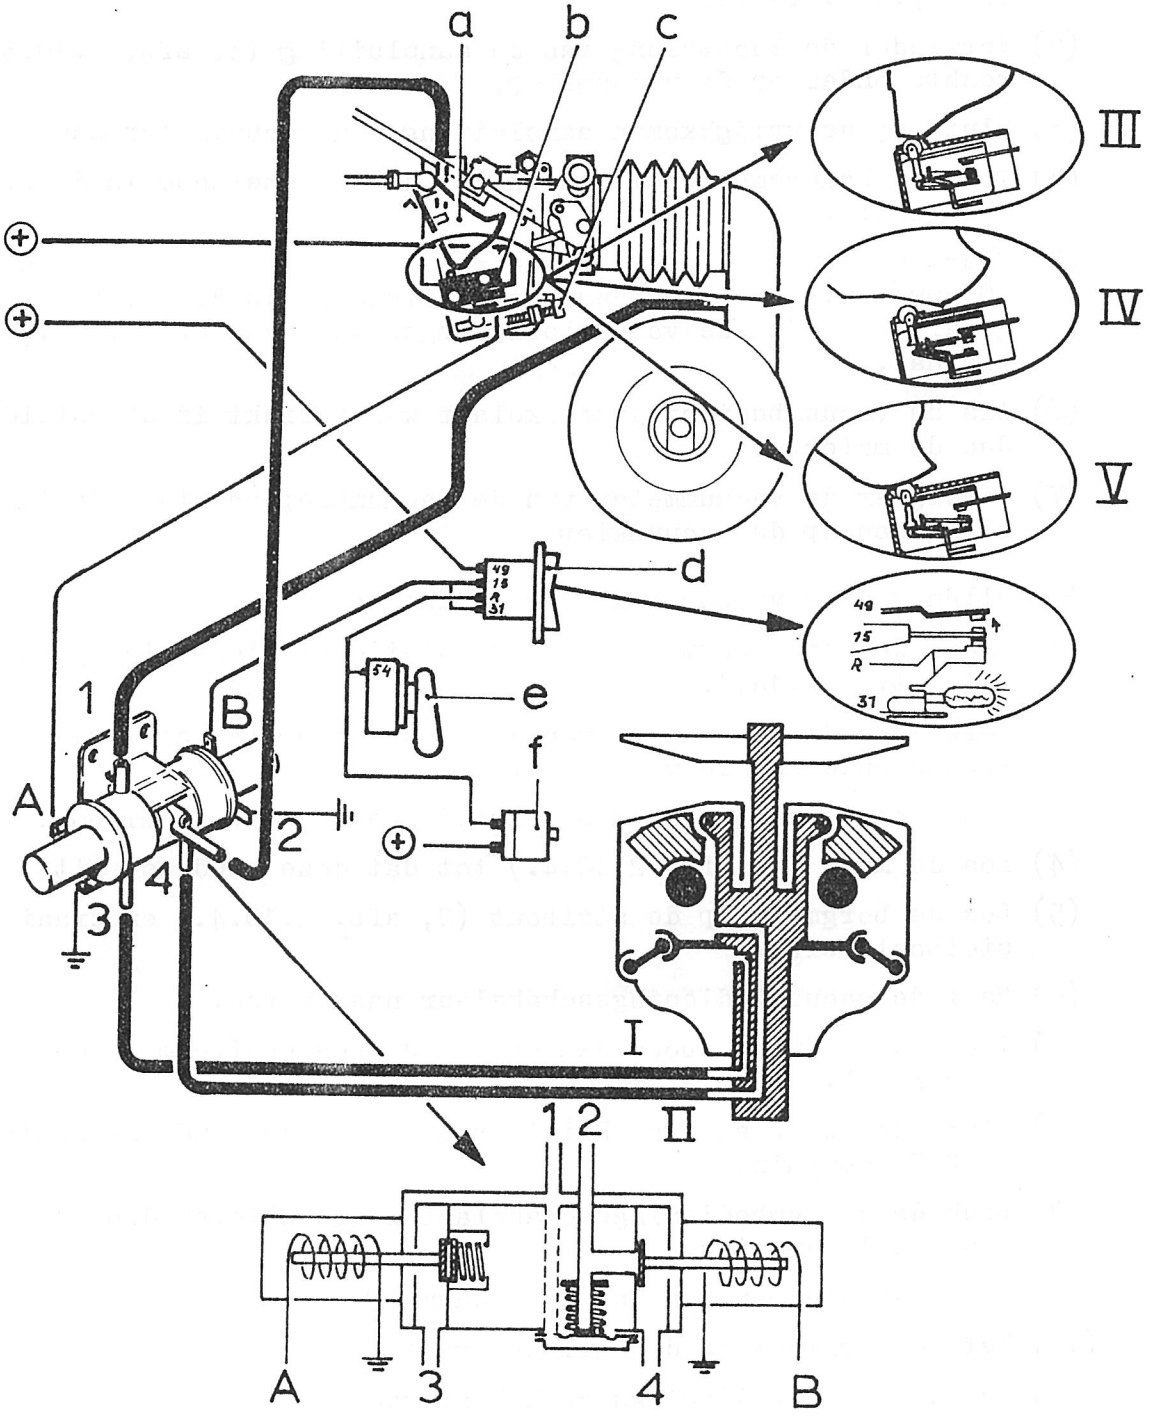
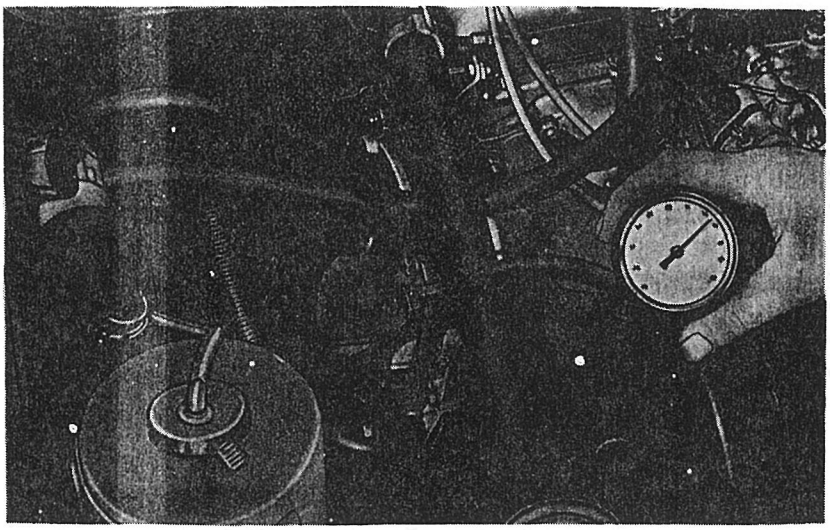

Afb. 2.10.3. Vacuuminstallatie
Afb. 2.10.5. Kontroleren van de vacuuminstallatie
(1) Draai de motor warm en stel het stationair-toerental goed af (zie pt. 2.6.1c.).
(2) Verwijder de luchtslang van de aansluiting (3, afb. 2.10.3.) rechts onder op de vacuumklep.
(3) Sluit op de vrijgekomen aansluiting een vacuummeter aan.
(4) Trek de handremhefboom aan en zet de keuzehefboom in de stand "Neutraal".
(5) Start de motor en voer het toerental langzaam op. Bij 2650 ± 50 omw/min. moet de vacuummeter uitslaan. Is dit niet het geval, stel dan de vacuumbedieningsschakelaar af (zie b. hierna).
(6) Als de vacuumbedieningsschakelaar wel korrekt is afgesteld stop dan de motor.
(7) Verwijder de vacuummeter van de vacuumklep en sluit de luchtslang aan op de vacuumklep.
(1) Draai de motor warm en stel het stationair-toerental goed af. (zie pt. 2.6.1c.).
Legenda afb. 2.10.3.
(b) Verwijder de luchtslang van de aansluiting (3, afb. 2.10.3.) rechts onder op de vacuumklep.
(j) Wijst de vacuummeter nog geen vacuum aan dan moet worden gekontroleerd of de vacuumklep wordt bekrachtigd. Zie voor de bekrachtigingsschakelaar afb. 2.10.3. en de elektrische installatie afbn. 2.9.4. en 2.9.5.
(b) Verwijder de luchtslang van de aansluiting (4, afb. 2.10.3.) links onder op de vacuumklep.
(i) Wijst de vacuummeter nog geen vacuum aan dan moet worden gekontroleerd of de vacuumklep bekrachtigd wordt. Zie voor de bekrachtigingsschakeling afb. 2.10.3. en de elektrische installatie afbn. 2.9.4 en 2.9.5. Hef zonodig de storing op.
(m) Wijst de vacuummeter geen vacuum aan dan moet worden gekontroleerd of de vacuumklep wordt bekrachtigd. Zie voor de bekrachtigingsschakeling afb. 2.10.3. en de elektrische installatie afbn. 2.9.4. en 2.9.5. Hef de storing op.
(1) Kontroleer de werking van de vacuumklep (zie c. hiervoor).
(4) Sluit op het T-stuk de luchtslang die van de vacuumklep verwijderd is en een vacuummeter aan (afb. 2.10.5.).
(5) Trek de handremhefboom aan en zet de keuzehefboom in de stand "Neutraal".
(6) Start de motor.
(7) Voer het motortoerental op.
(8) Bij ± 2650 omw/min moet de vacuummeter uitslaan en een vacuum aanwijzen van 0,40 - 0,42kg/cm^2 (5,7 - 6,0 psi).
(9) Trek de vacuumslang tussen de vacuumklep en de carburator van de aansluiting op de carburator af, dicht met een vinger de opening in de carburator af zodat de motor geen valse lucht kan zuigen en kontroleer of de vacuummeter nog de juiste waarde aanwijst. Loopt het vacuum sterk terug dan is er in het vacuumsysteem ergens een lek. Spoor het lek op en herstel indien mogelijk.
(10) Sluit de vacuumslang aan op de carburator; stop de motor.
(11) Verwijder het T-stuk met de vacuummeter en sluit de luchtslang aan op de aansluiting van de vacuumklep.
(12) Verwijder de luchtslang van de aansluiting (4, afb. 2.10.3.) links onder op de vacuumklep.
(14) Sluit op het T-stuk de luchtslang, die van de vacuumklep verwijderd is, en een vacuummeter aan (afb. 2.10.5.).
(15) Trek de handremhefboom aan en zet de keuzehefboom in de stand "Neutraal".
(16) Start de motor en laat deze stationair draaien.
(17) Druk de bergremschakelaar in; de vacuummeter moet een vacuum aanwijzen van ± 0,5 kg/cm^2 (7,11 psi).